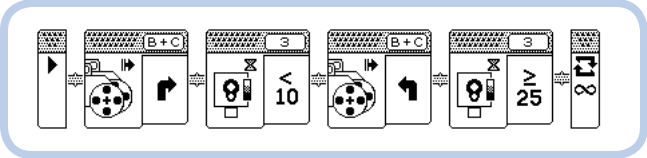
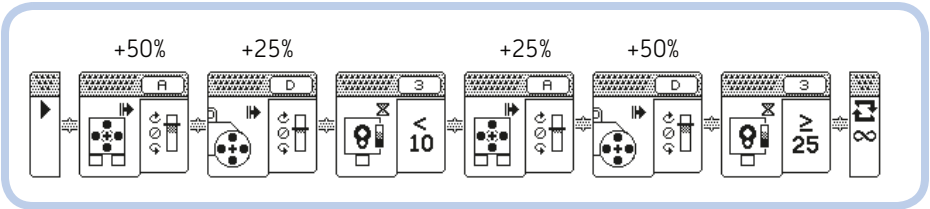
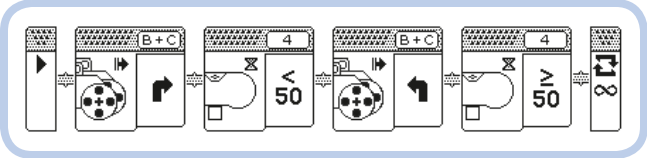
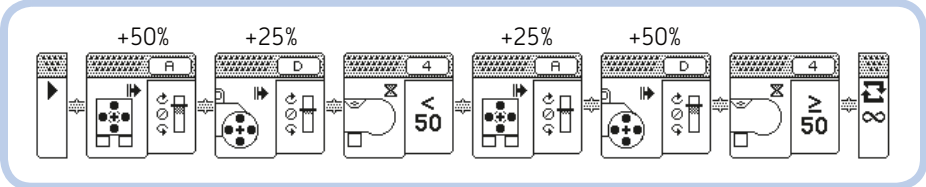

Figure 4-6: The Brick Program to follow dark lines
Figure 4-7: The improved Brick Program to follow dark lines
Figure 4-11: The wall-following program. The motor cables should be attached to ports B and C.
Figure 4-12: Alternative wall-following program. The motor cables should be attached to ports A and D.
Now let's make ROV3R follow lines using just Action and Wait blocks from the Block Palette of the Brick Program App. Remember from Chapter 3 that when using the Brick Program App, you can't choose to have your robot perform different actions depending on the sensor reading. So how can you get it to react to different sensor readings in a fast loop? Simple! You set the robot to turn right *until* (not *if*) it sees the line edge, and then you switch it to turn left *until* it sees the light ground, and so on, in a loop. You can use Wait blocks to detect the change in the sensor reading and Action blocks to make the robot steer. The program repeats forever, using the infinite repetitions setting in the final Loop block as shown in Figure 4-6 and described below. Four blocks do all the work!
To improve this behavior, switch the right motor to port D and the left motor to port A, and replace the Move blocks with Action blocks that control motors A and D separately: The Large Motor block will control the motor attached to port D, and the Medium Motor block will control the motor attached to port A. (These blocks can drive either the Large or Medium Motors and allow you to control the power separately.) By modifying the power levels, you'll be able to smooth out the robot's motion. You can see the improved Brick Program for line following in Figure 4-7.
As you can see, instead of using a single Move block to steer right, we use two Motor blocks. The left motor (port A) is set to turn faster than the right one (port D), which makes the robot proceed forward while steering slightly to the right. Similarly, we replace the second Move block that steers left with two Motor blocks that drive the right motor (D) faster than the left motor (A). The Wait blocks remain the same as in the previous program. The resulting motion is smoother because the motors are driven at different speeds and they never stop, as they did when commanded by the Move blocks in Figure 4-6.
Build ROV3R with the IR Sensor mounted as a wall-following sensor, as shown in Figure 4-10 (see "Wall-Following ROV3R" on page 32). The IR Sensor placed diagonally on the right side of your robot will see objects ahead of it. For the program, just replace the Wait Reflected Light Sensor blocks used in the line-following program (Figure 4-6) with Wait IR Sensor blocks to produce a program that looks like the one in Figure 4-11.
As in the line-following program shown in Figure 4-6, this wall-following program uses Move blocks to drive the motors attached to ports B and C, and the resulting movement is quite abrupt. To smooth out ROV3R's path, try the program shown in Figure 4-12. As in the program in Figure 4-7, you can use separate blocks to set the motors on ports A and D to run at slower speeds and thereby avoid stopping one wheel in order to turn.